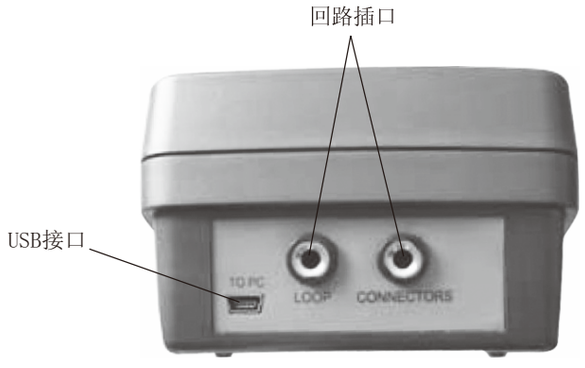

图2 375型手持通信器背面图
12.2 启动菜单，通过菜单浏览，选中“FUNC- ”“ TION”菜单， 显示器显示如图 2 所示；
12.6 输入一次“确认”键，清除提示信息，程序返回到菜单浏览状态，显示器显示如图 2 所示。